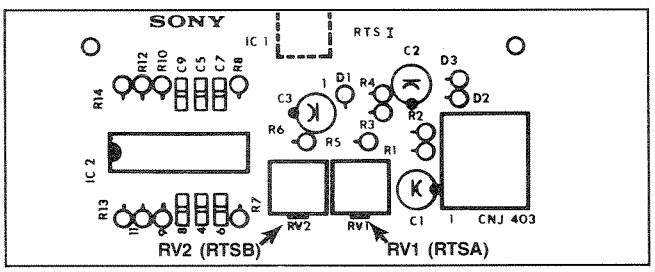

Figure 6-17. RTS PC Board
STEP 9 If the duty cycle is not 50%, it will be necessary to adjust RV1 on the supply RTS board. (See Figure 6-17.)
STEP 13 If the duty cycle is not 50%, it will be necessary to adjust RV1 on the take-up RTS board. (See Figure 6-17.)
STEP 15 If the duty cycle is not 50%, it will be necessary to adjust RV2 on the take-up RTS board. (See Figure 6-17.)